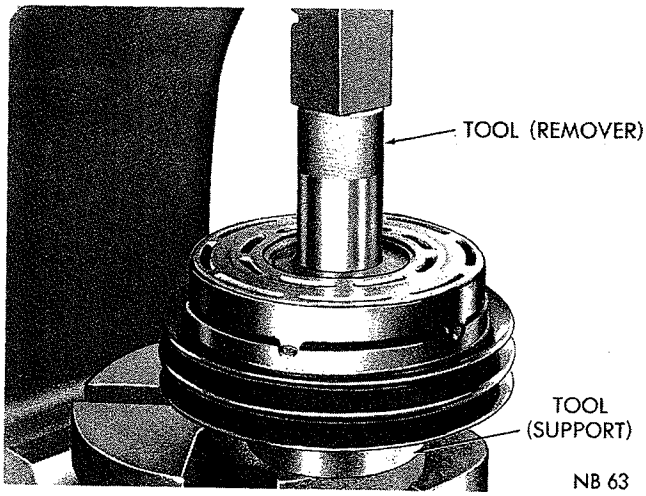

*Fig. 56—Removing the Bearing from the Pulley Assembly*
(3) Remove bearing snap ring from pulley.
(4) Place pulley assembly on an arbor press, with pulley side down, and bearing hub centered on Tool C-3835. Install Tool SP-3496 on inner race of bearing and press the bearing from pulley assembly (Fig. 56).